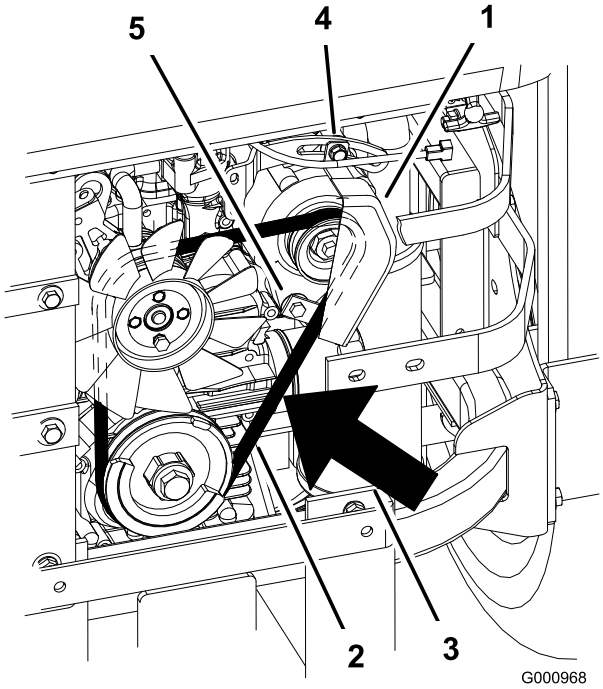

Figur 68
7. Løsn den nederste bolt, og fjern den øverste bolt, der holder generatoren og dækslet (Figur 68).
9. Før en ny rem rundt om remskiverne og generatoren (Figur 68).
14. Løsn den nederste bolt, og fjern den øverste bolt, der holder generatoren og dækslet (Figur 68).
2. Juster generatoren til ydersiden, indtil der er 7–9 mm afbøjning i remmen mellem motoren og generatorens remskiver med en kraft på 10 kgf (Figur 68).
5. Hvis bøjningen er korrekt, skal den nederste og øverste bolt strammes (Figur 68).